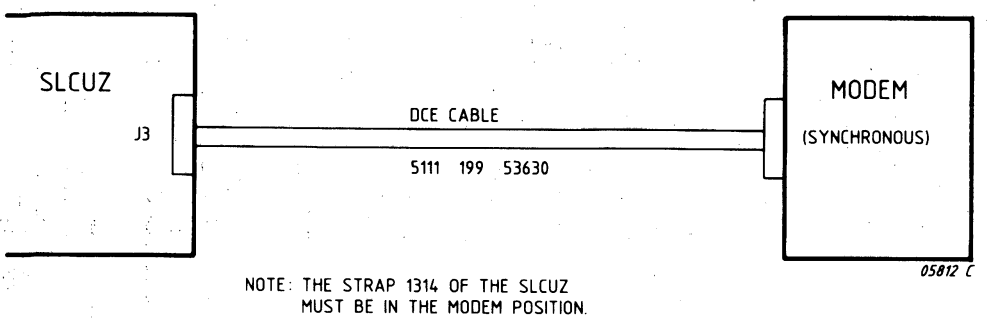

Figure 24.3 MODEM CONNECTION
24.4.1 MODEM CONNECTION (Figure 24.3)